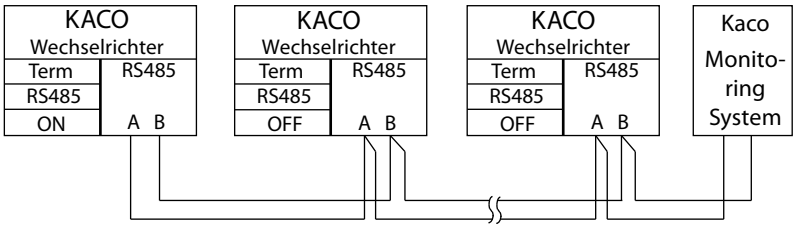

Bild 17: Anschlussschema der RS485-Schnittstelle
- Ader B (+) mit Ader B (+) (siehe Bild 17 auf Seite 24)
7. Die Terminierung ist unabhängig von der verwendeten Verkabelung. Der Schalter befindet sich auf der Platine neben dem Anschlussblock. (Siehe Bild 17 auf Seite 24)